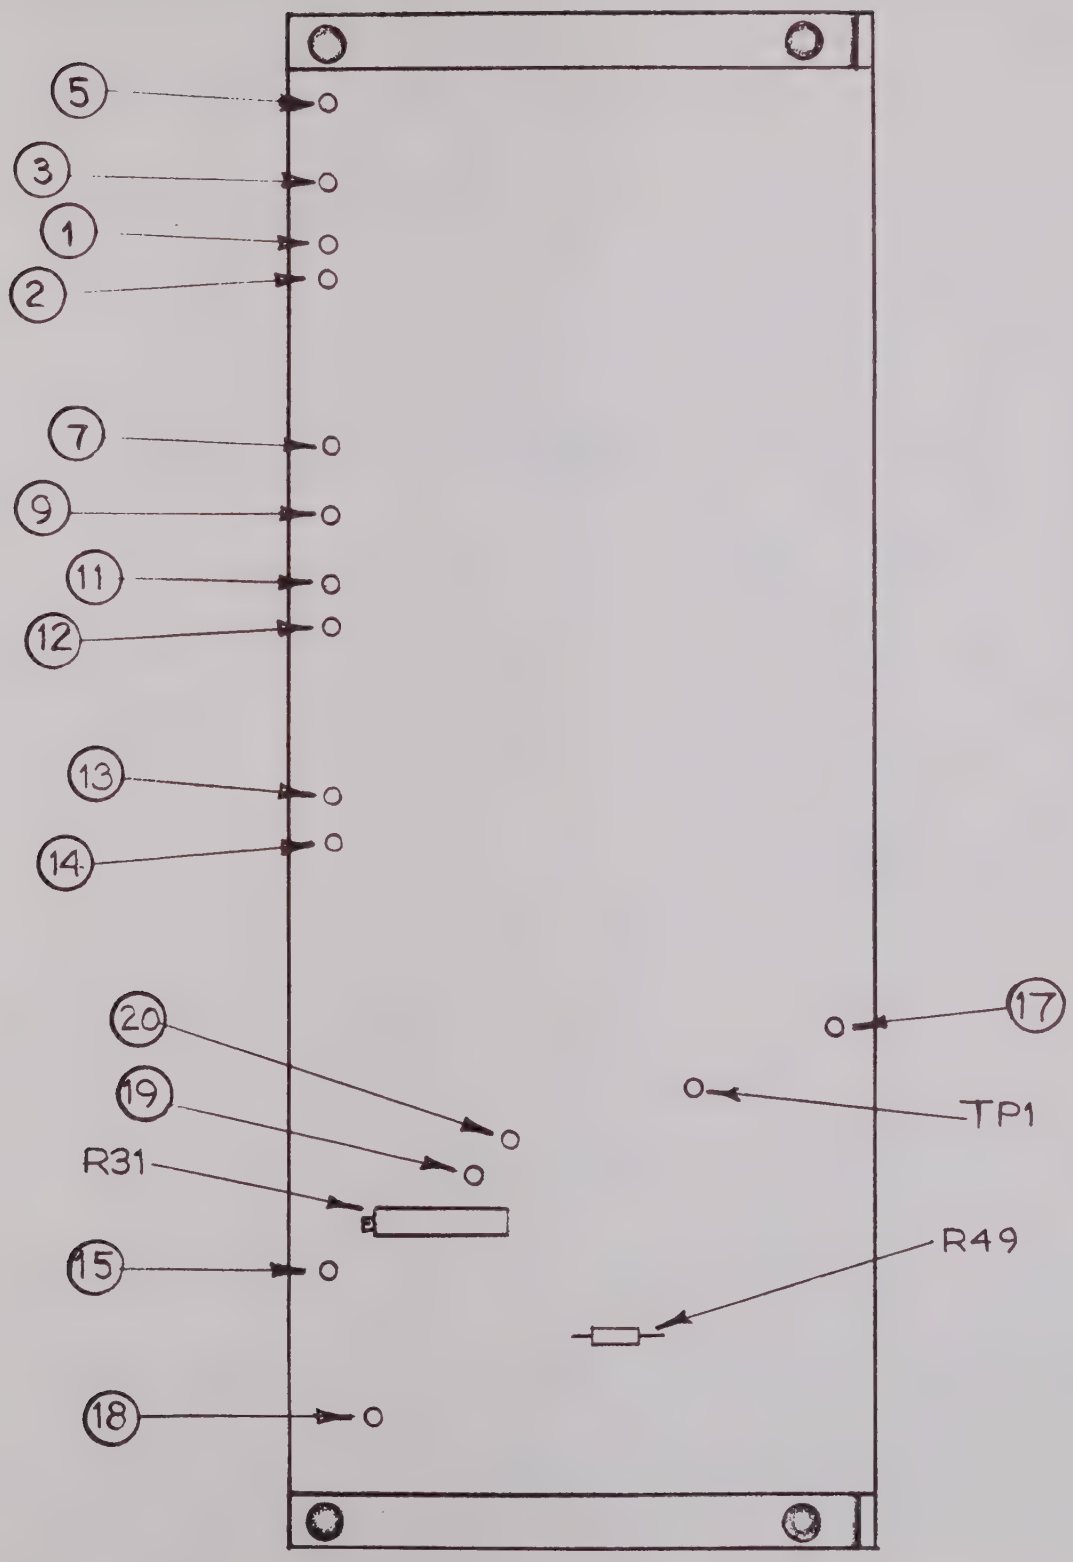

Figure 4-3. A1A2 Board, Location Diagram
4.5.2 BOARD A1A2 ADJUSTMENTS (FIGURE 4-3).